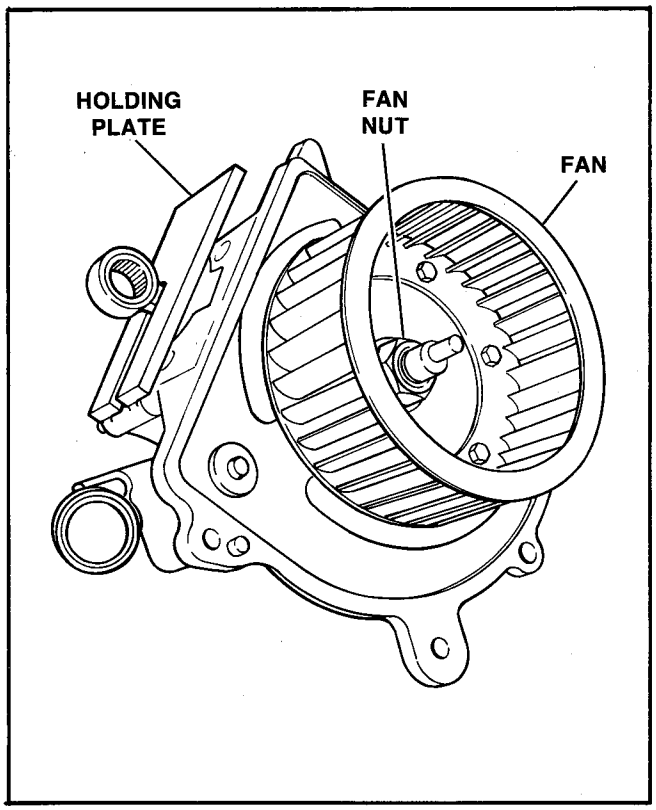

Figure 57 – Fan Removal
f. See Figure 57. Place the CONNECTING ROD HOLDING PLATE, Part No. 94403-80, under rod upper end and remove the fan nut (1) and fan (2).
e. See Figure 57. Install fan (2) on the ignition point side of the crankcase. Using the CONNECTING ROD HOLDING PLATE, Part No. 94403-80, install the fan nut (2). Tighten the fan nut to 50-70 ft.-lbs. torque.